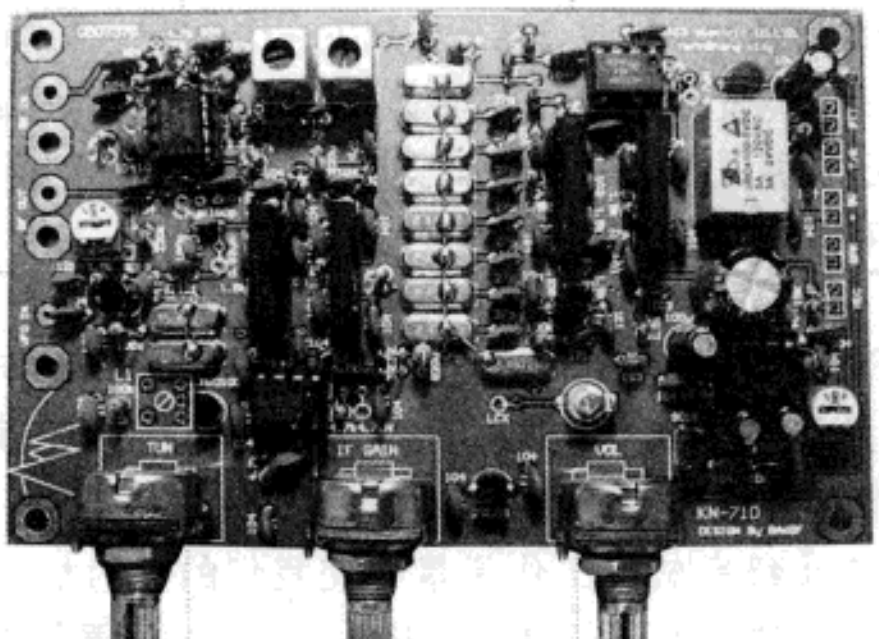

图4 接收和发射前级单元PCB
8.4672MHz+15.536MHz=24MHz，但是这个信号不是我们需要的，所以电路中设置了带通滤波器。这个滤波器是和接收共用的，它用于接收或发射也是由开关二极管的导通状态决定。7MHz的下边带信号经过带通滤波器后，需要被放大到一定的电平后才可以被送到功率放大器单元进行功率放大。这个放大也使用了一只MC1350，并且可以通过调节MC1350的增益来达到控制机器输出功率的作用。图4是接收和发射前级单元的PCB。